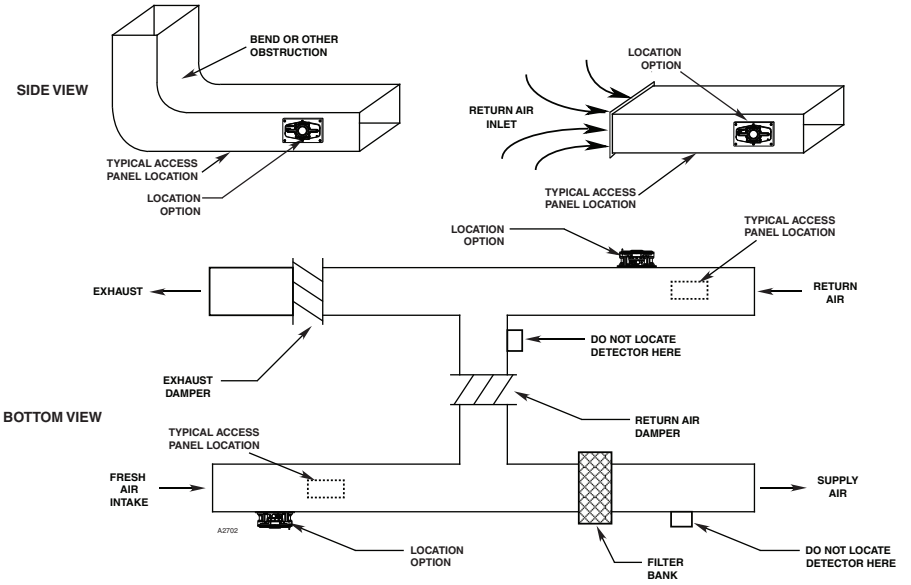

Figure 3—Q5016 Placement in duct
1. The Q5016 duct accessory should be installed in an easily accessible location approximately six ducts widths from bends, duct openings, or deflection plates (see Figure 3). These locations provide fairly uniform, non-turbulent air flow. If no access panel is present at the desired mounting location, an access opening will need to be created above or adjacent to the installation point to facilitate attachment of the Q5016 to the duct wall.